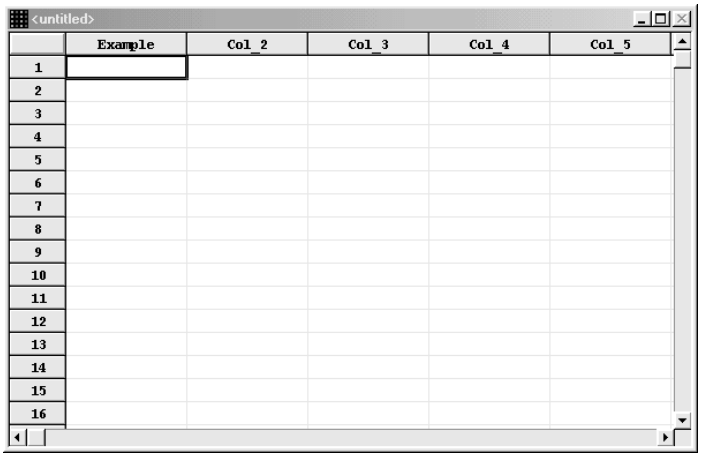

Figure 4-3. Redisplay of DataSheet with Name in Column 1
7. Use Type options to choose the type of data you will be entering, then click OK to update and redisplay the DataSheet with the name of the variable appearing instead of Col_1 (see Figure 4-3).